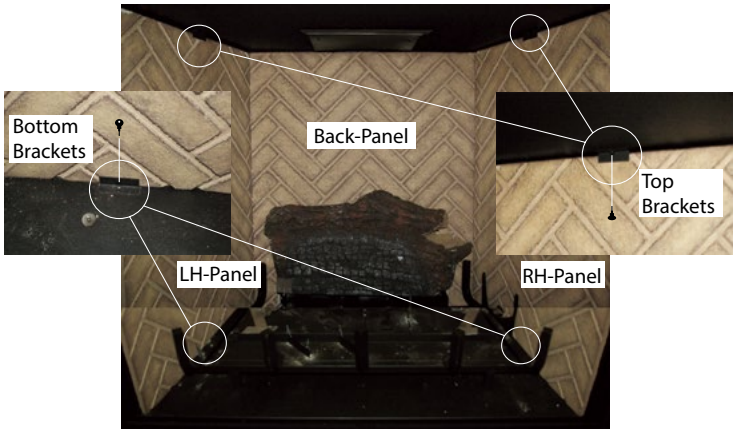

Figure 22. (Removing Refractory panels).
Step 1. Remove the RH-TOP machine screw that hold the Side Refractory panel in place, then the bottom, ***Figure 22***. ***(Philips head screwdriver required)***.
Step 2. Remove the RH-Refractory panel from the firebox, ***Figure 22***. ***(Place the Refractory panel somewhere safe where it will not get chipped or damaged)***.
Step 3. Follow step1 & 2 to remove the LH-Side Refractory panel, ***Figure 22***. ***(Philips head screwdriver required)***.
Step 1. Remove the RH Refractory Panel as described in ***Figure 22***.
Step 1. Remove the LH Refractory Panel as described in ***Figure 22***.